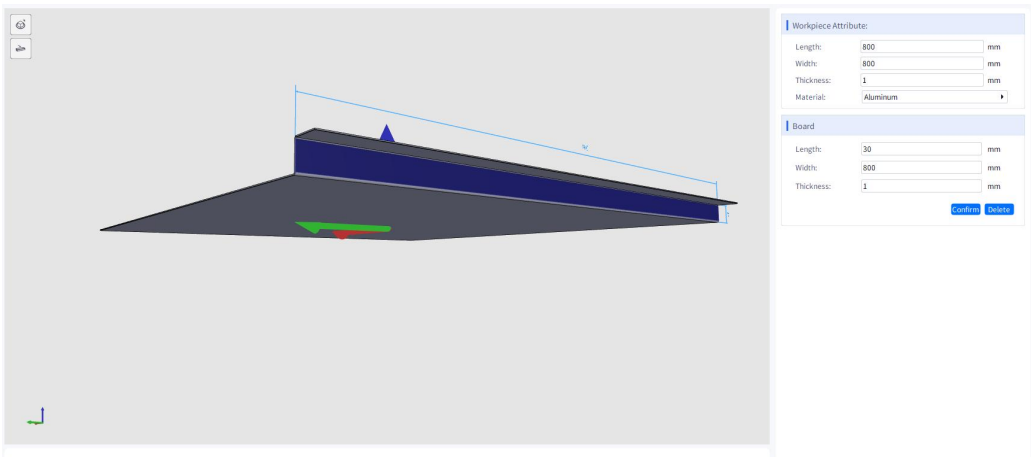

Figure 5-11 : Bend Block Parameter Display
(3) Editing Bend Blocks: Select the corresponding bend block to display its bending information, as shown in Figure 5-11.